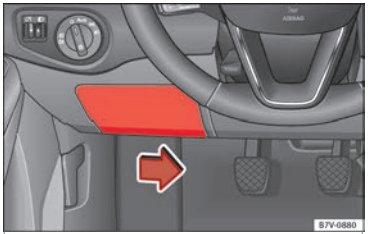

Bild 60 På instrumentbrädan på förarsidan: säkringsdosans lock
- För att ta bort locket för du aktiveringsspaken i den undre delen åt höger **››› bild 60**.